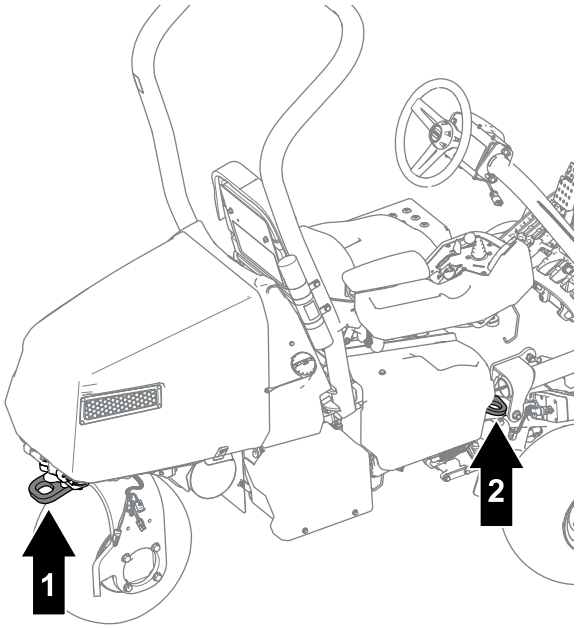

Figura 35
- Prenda a máquina de forma segura utilizando correias, correntes, cabos ou cordas. As correias frontal e traseira devem estar dirigidas para baixo e para fora da máquina (Figura 35).